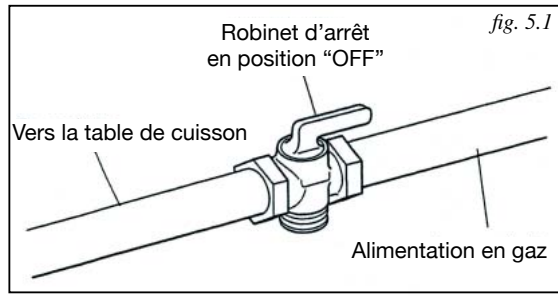

fig. 5.1
1. Robinet d'arrêt manuel (fig. 5.1) :